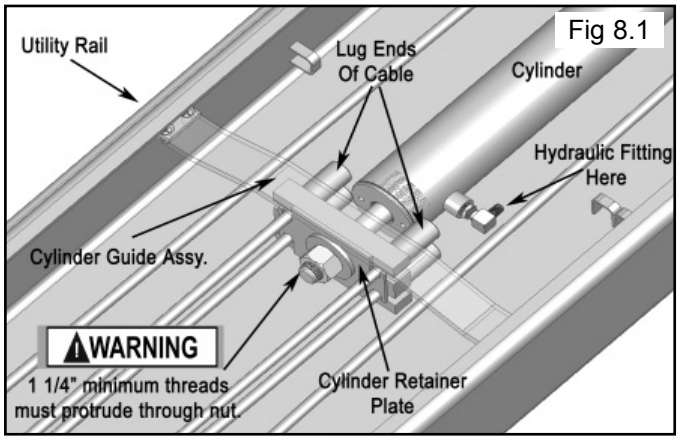

Fig 8.1
1. Make sure the Cylinder flange plate is installed with the guide assembly facing down and the Cylinder Retainer plate on the outside of the guide. Lug ends of Cables start at Cylinder. (See Fig. 8.1)